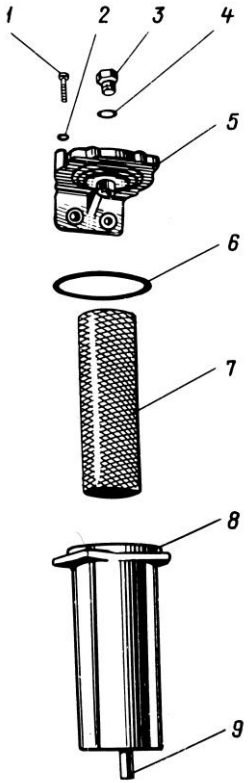

Рис. 22. Фильтр грубой очистки топлива:
1. Отвернуть на 3-4 оборота пробку 3 на крышке фильтра (рис. 22), отвернуть сливную пробку 9 и слить топливо из колпака фильтра.